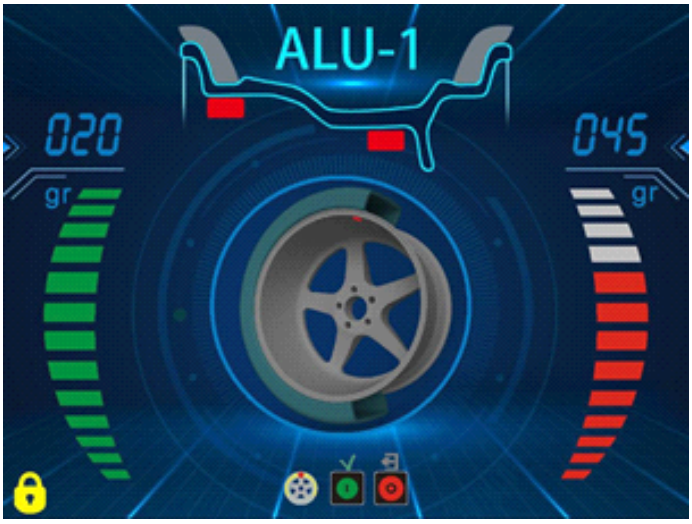

Рис. 7
4.2.6. Медленно вращайте колесо против часовой стрелки. Когда полностью загорятся светодиоды левого индикатора — это будет указывать на корректное угловое положение для установки противовесов с внутренней стороны на 12 часов. Закрепите противовес так, как показано на рис.7.